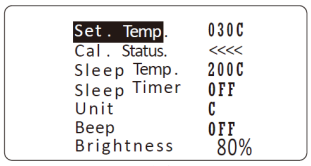

图7
3.3 当 Cal. Starus 显示“ <<<< ”(见图 7)，表示焊台温度已被校准过，温度已向下调整。